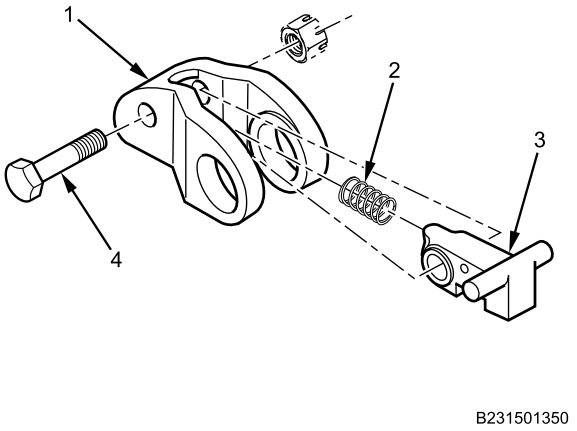

Figure 5. Upper Jaw Release Handle Return Spring Location.
7. Remove release handle retaining bolt (Figure 5, Item 4), release handle (Figure 5, Item 3), and release handle return spring (Figure 5, Item 2) from upper jaw (Figure 5, Item 1).